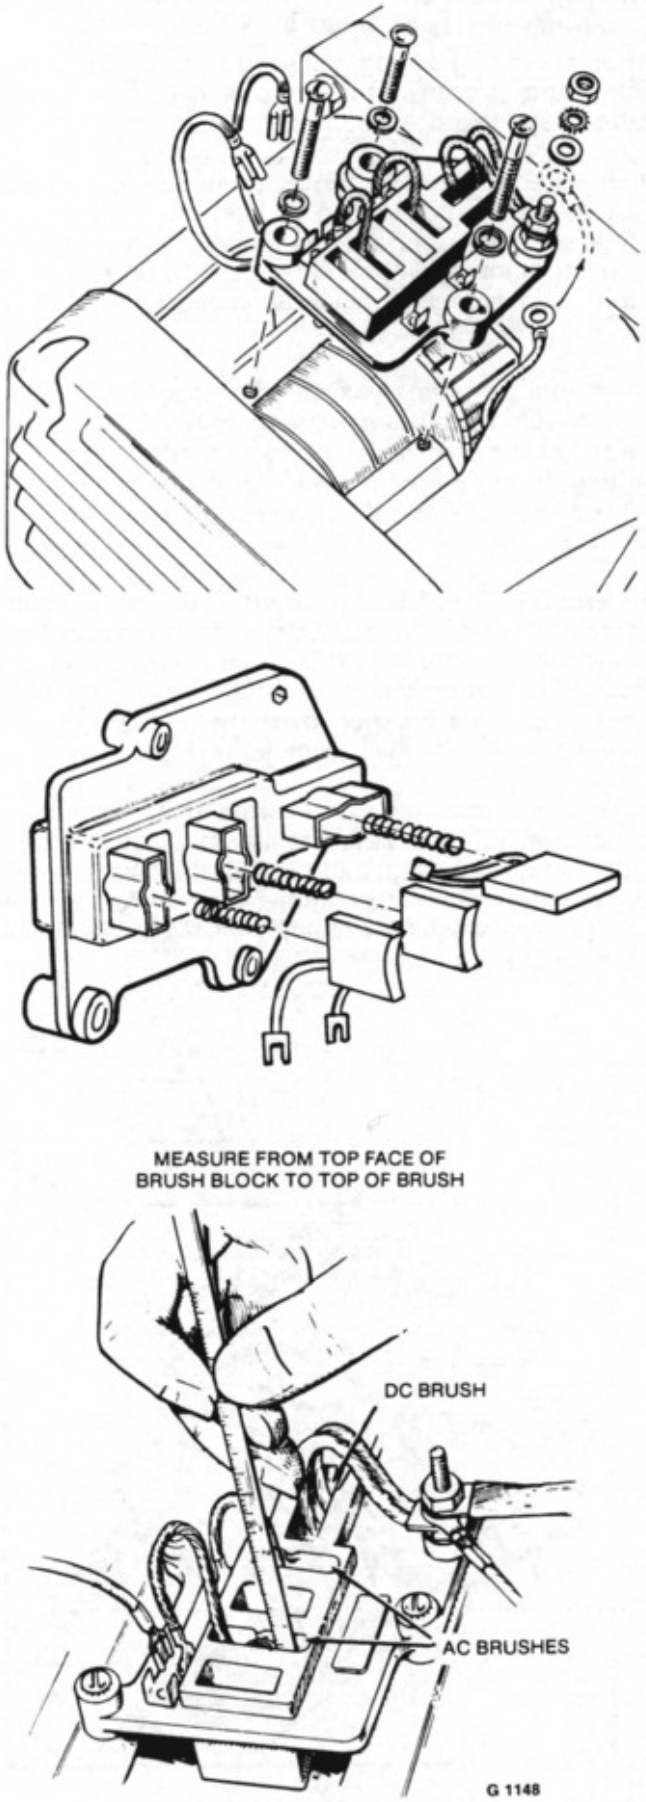

FIGURE 42. BRUSH BLOCKS
2. Measure the brush wear (see Figure 42).